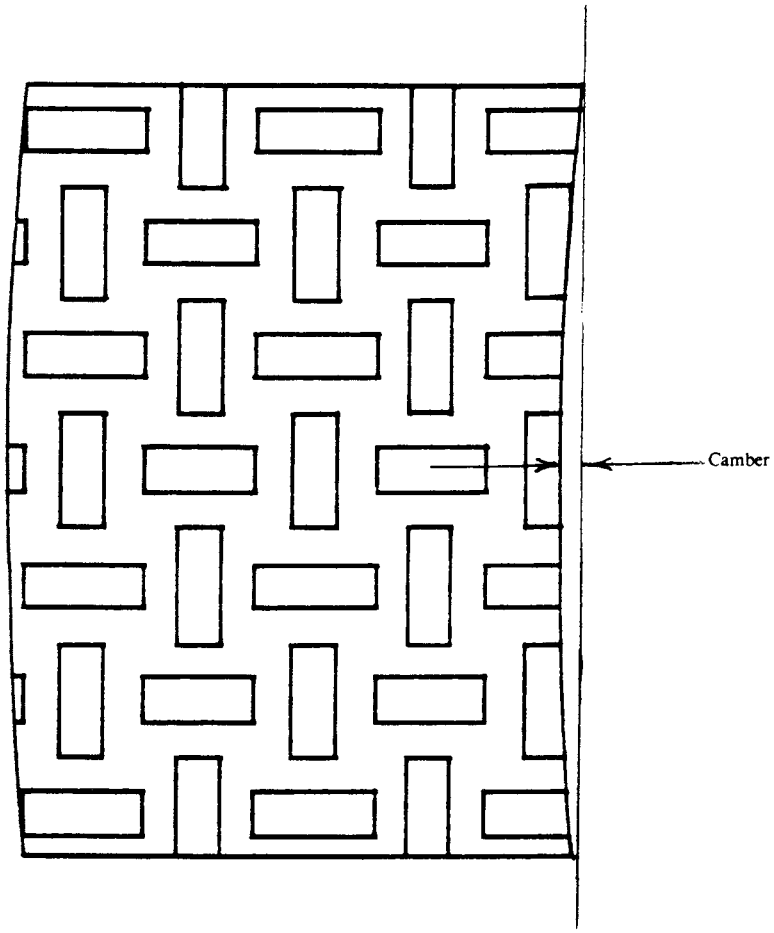
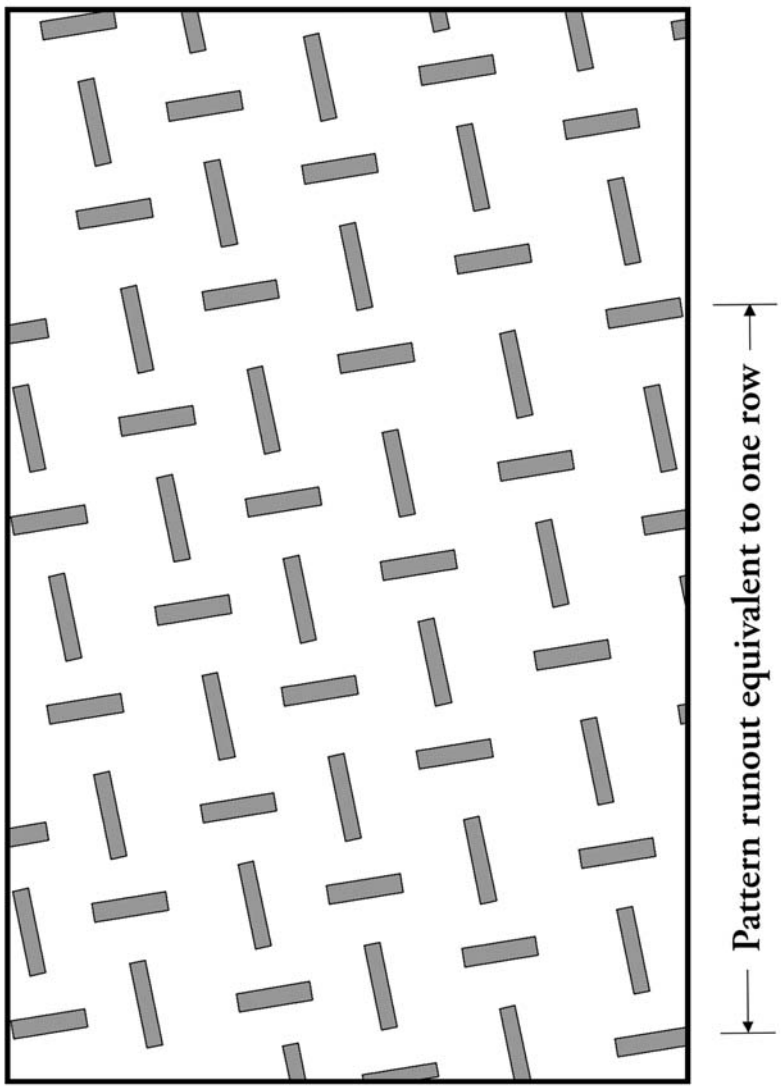

**FIG. 3 Camber for Rectangular Sheared Floor Plates and Gas-Cut Floor Plates (see Table 5 or Table A1.4)**
**FIG. 4 Description of Pattern Runout**
11.1 For plates and sheets, the permitted variations in dimensions shall be as given in Tables 1-3, Fig. 2, Table 4, Fig. 3, Table 5, Fig. 4, and Table 6 [Tables A1.1 to A1.6], inclusive.
**TABLE 5 Permitted Camber for Rectangular Sheared Plates and Gas-Cut Floor Plates (see Fig. 3)**
**TABLE 6 Permitted Pattern Runout for Raised Figures for Floor Plates Carbon, Low-Alloy, High-Strength Low-Alloy, and Alloy Steel (see Fig. 4)**
**TABLE A1.6 Permitted Pattern Runout for Raised Figures for Floor Plates Carbon, Low-Alloy, High Strength Low-Alloy, and Alloy Steel (see Fig. 4)**
*(5)* Fig. 4 was revised.